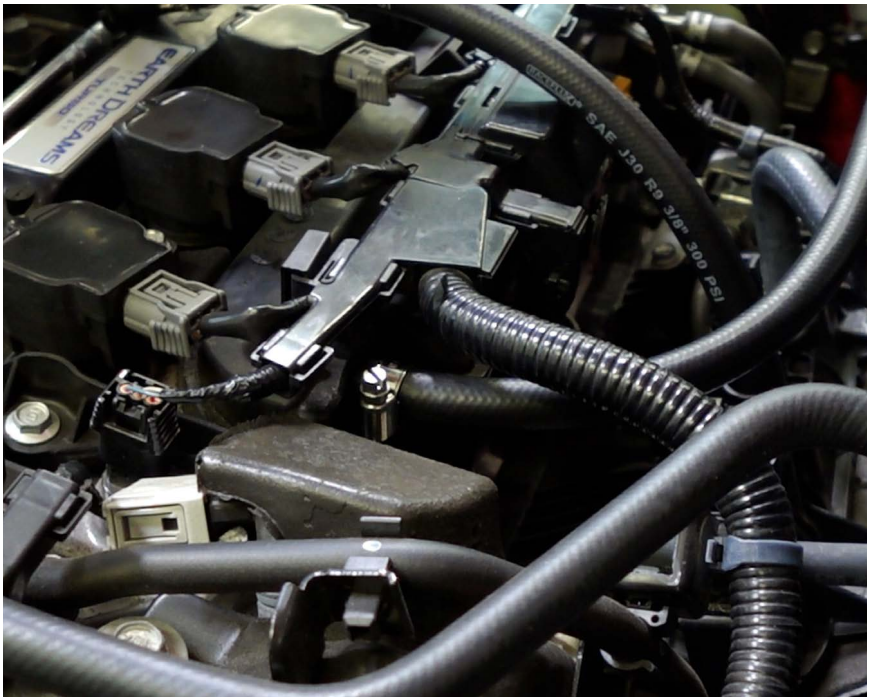
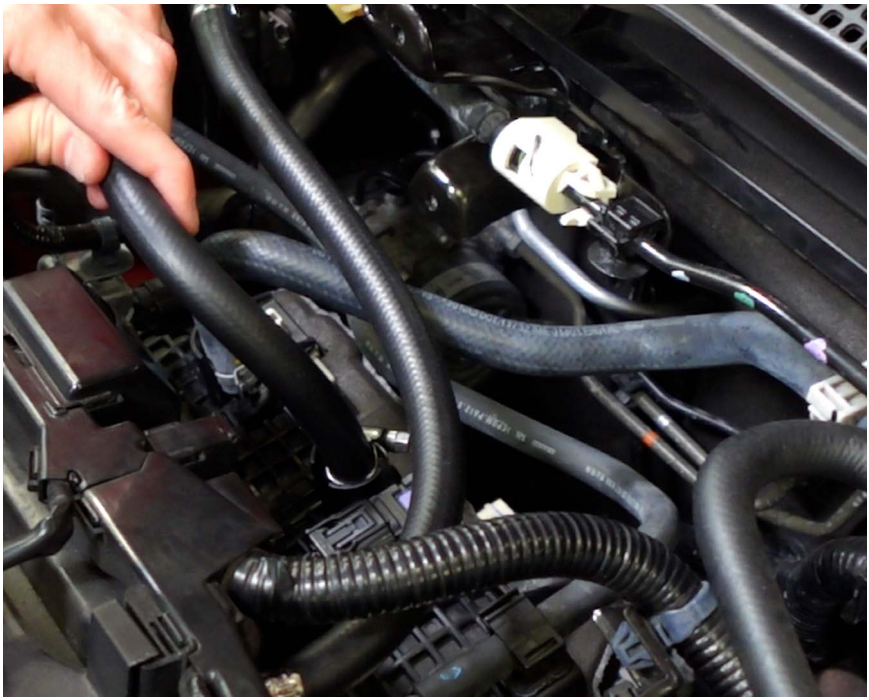

Figure 13 - Hose Clamp Valve Cover Port
Figure 14 - Hose Clamp Intake Manifold Port
5. Tighten the hose clamps on each engine connection and confirm the screw heads are positioned as shown in **Figure 13** and **Figure 14**.